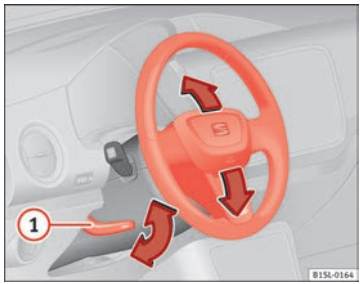

Fig. 33 Réglage mécanique du volant.
- Abaissez le levier ⇒ fig. 33 (1).
- **Après avoir réglé la colonne de direction, poussez fermement le levier ⇒ fig. 33 (1) vers le haut pour que le volant ne change pas de position accidentellement en cours de route.**